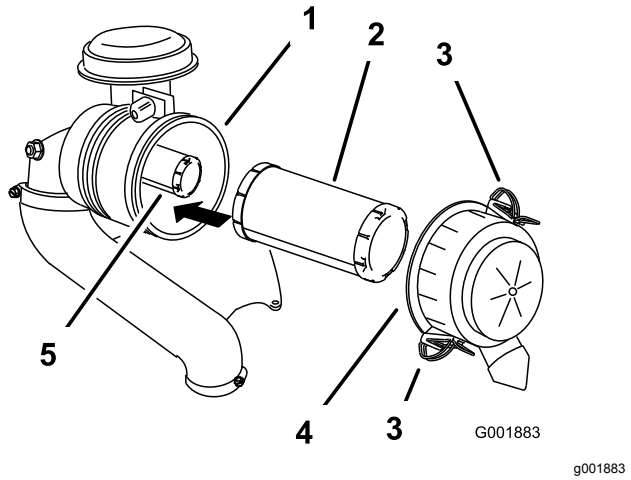

Figur 59
3. Åbn låsene på luftfilteret, og træk luftfilterdækslet af luftfilterhuset (Figur 59).
5. Skub forsigtigt primærfilteret ud af luftfilterhuset (Figur 59).
2. Hvis du skal udskifte det indre filter, skal du forsigtigt skyde det ind i filterhuset (Figur 59).
3. Skub forsigtigt primærfilteret over sikkerhedsfilteret (Figur 59).
4. Monter luftfilterdækslet, og fastgør låsene (Figur 59).